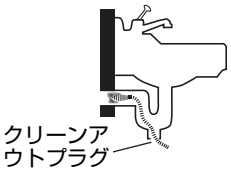

図 9
- 他の種類のシンクでは、クリーンアウト・プラグやトラップを取り外す必要がある場合があります。（図 9 参照）内部にたまっている水が漏れ出すことがありますので、必ず容器をクリーンアウト・プラグの下に設置します。